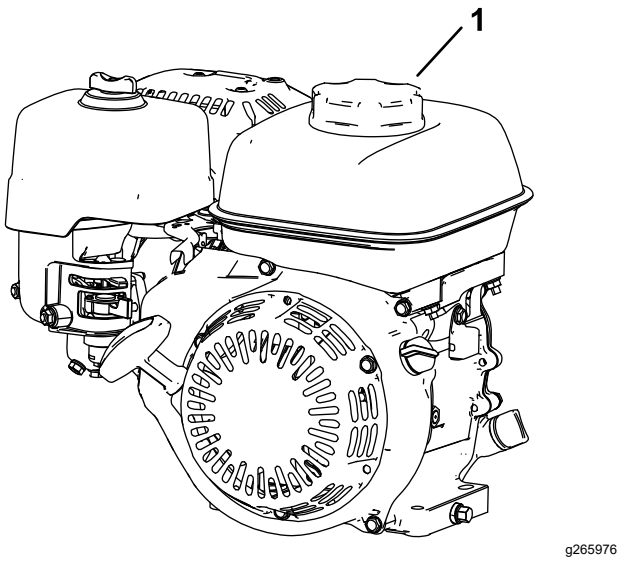

Figure 10
3. Nettoyez la surface autour du bouchon du réservoir et enlevez le bouchon (Figure 10).